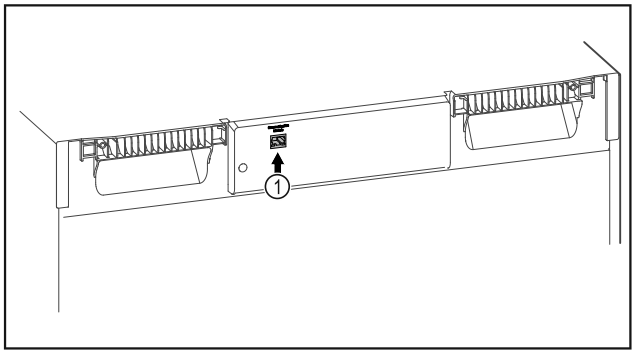

Fig. 83
❑ Le SmartModule *Fig. 83 (1)* est en place.